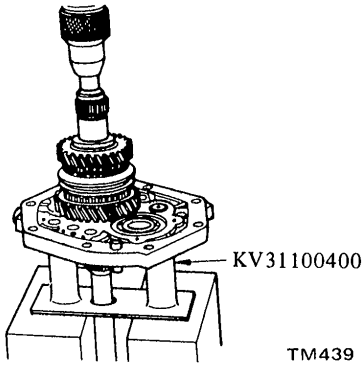

Fig. MT-35 Installing mainshaft assembly
3. Install mainshaft assembly to adapter plate assembly. Be sure to place bearing squarely against shaft and press it into place on shaft gradually. See Figure MT-35.